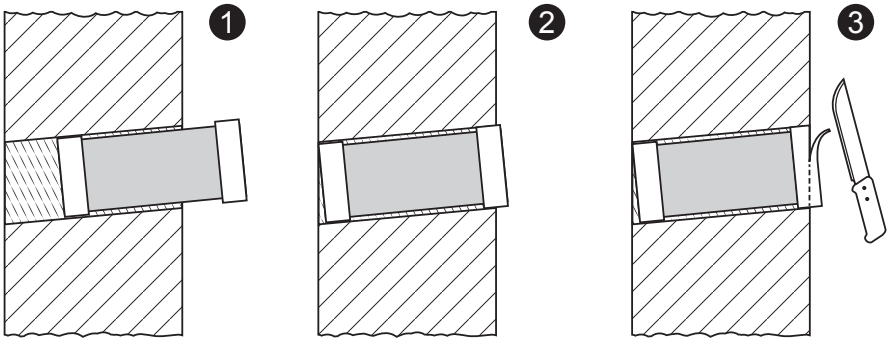

Рис. 7. Установка тепло-шумоизоляционной трубы с вентиляционной решеткой в канал воздуховода.
4.6.14. Подготовленную тепло-шумоизоляционную трубу с решеткой вставить в канал воздуховода аккуратными вращательными движениями, не допуская повреждения геометрии трубы (рис. 7, изобр. 1 и 2). При этом вентиляционная решетка должна оказаться в один уровень с внешней стеной дома. Выступающий из канала воздуховода внутрь помещения конец трубы отрезать в один уровень со стеной (рис. 7, изобр. 3).